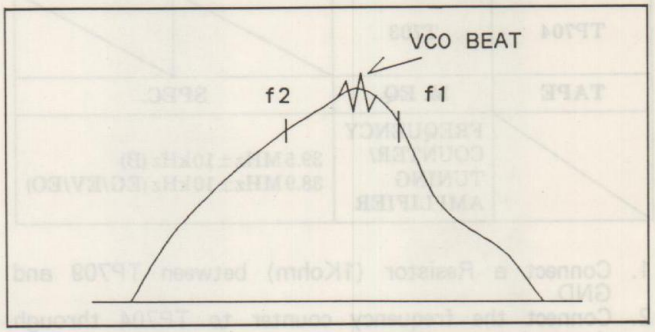

Fig. E18
6. Adjust T703 so that the VCO beat is placed to centre of P1 and P2 mackers on the output waveform as shown in Fig. E18.